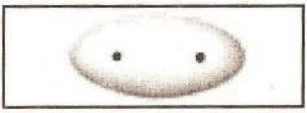

Fig. 12. Legatura covalentă nepolară (orbital molecular simetric)
– **nepolară** – se formează între atomi identici de nemetale; orbitalul molecular de legătură este simetric, perechea de electroni ai legăturii aparţine în egală măsură celor doi atomi (fig. 12);